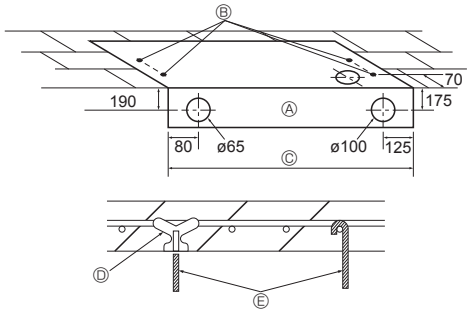

Fig. 3-3
3.2.3. Выбор положения навесных болтов и трубопроводов (Fig. 3-3)